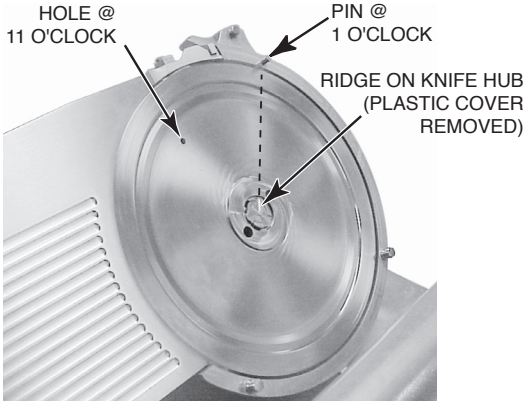

Fig. 19
- Rotate the Knife using your hand on the back of the knife, the arrow on the Knife must align with the Pin on the Ring Guard at the 1 o'clock position (Fig. 19).